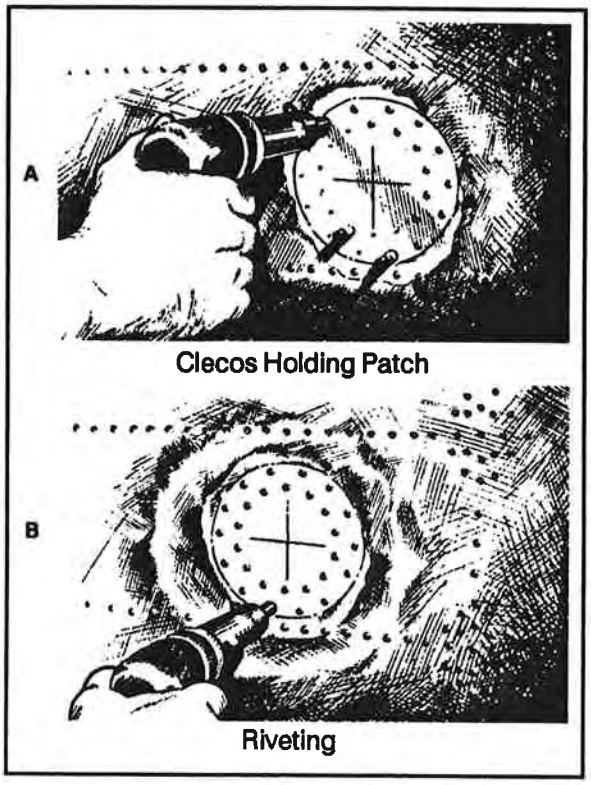

Figure 8-32. Rivet installation
- Rivet the patch to the outside of the aircraft skin. Use enough Clecos to hold it firmly to the aircraft while riveting (Figure 8-32).